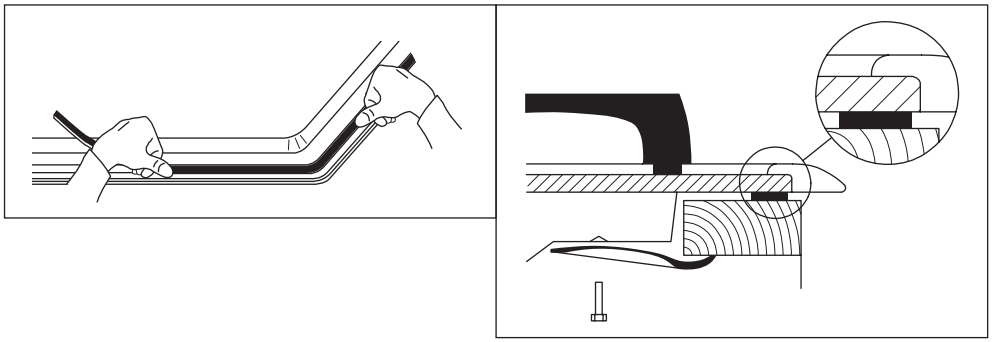

Рис. 6. Установка уплотнителя и фиксаторов
Фиксаторы, входящие в комплект варочной поверхности, предназначены для ее крепления к столешницам толщиной от 20 до 40 мм. Схема крепления варочной поверхности показана на Рис. 6. Для надежного крепления варочной поверхности используйте все фиксаторы.
6. Перед установкой варочной поверхности обязательно воспользуйтесь уплотнительной резиновой полоской, для качественного соединения с поверхностью столешницы (Рис. 6)